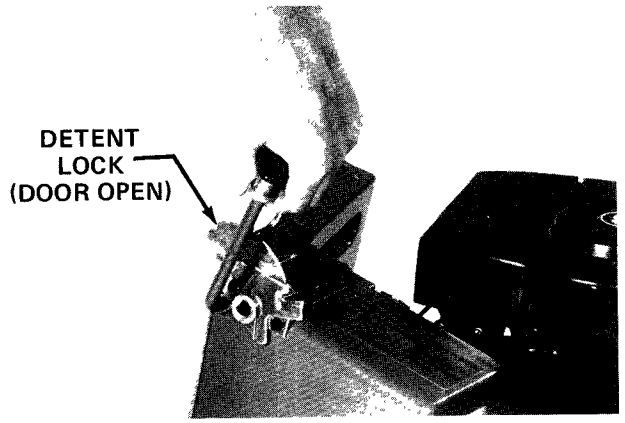

Figure 16
3. Squeeze lockout lever until it disengages the latch; then move rear door handle rearward into detent lock (Fig. 16). Door is now open fully.